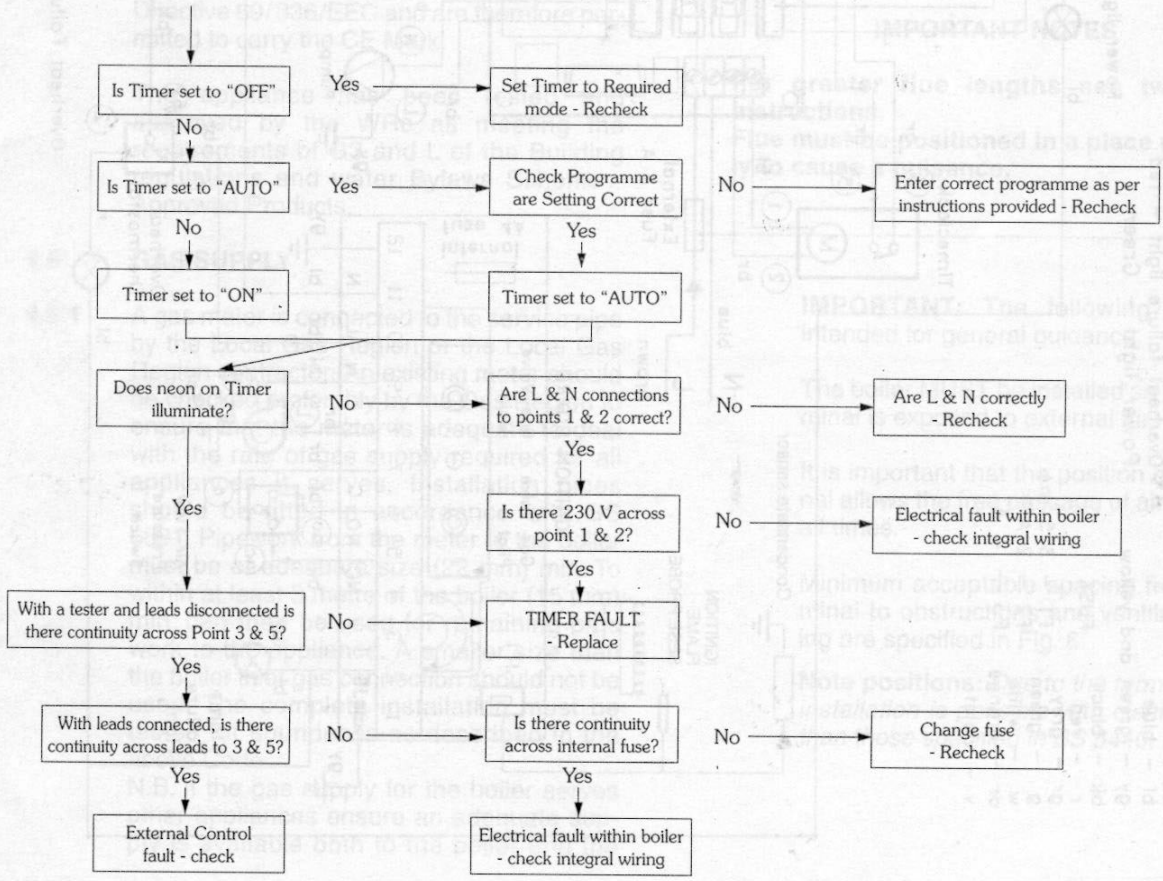

Fig. 94
7.26.7 Detach the wires that are connected to this. Remember that they must subsequently be reconnected to the same terminals (Fig. 94).